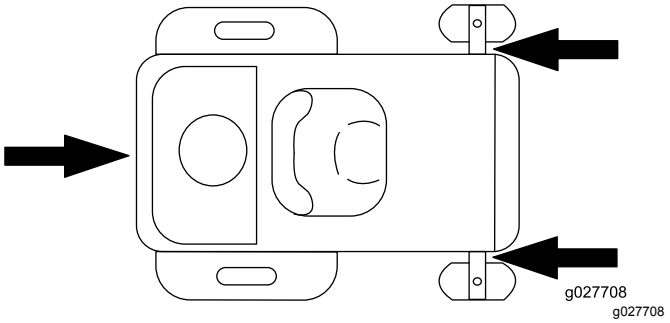

Figura 29
5. Prenda a máquina perto das rodas giratórias frontais e pára-choques traseiro (Figura 29).